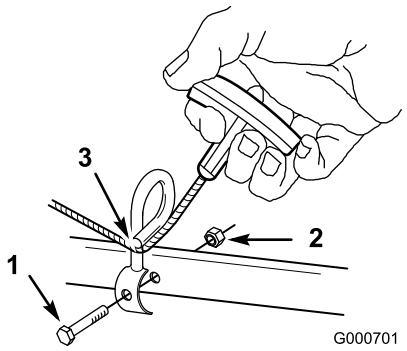

Figur 4
3. Fastgør snorestyret til det nederste håndtag med en bolt (1/4 x 1-3/4 tommer)og en låsemøtrik (1/4 tomme) (Figur 4).
4. Træk startsnoren gennem snorestyret (Figur 4).